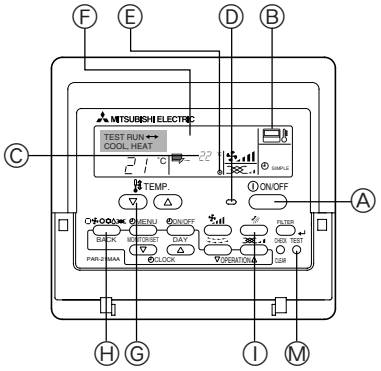

Fig. 7-1
7.2.1. Utilisation de la télécommande filaire (Fig. 7-1)
① Mettre l’appareil sous tension au moins douze heures avant l’essai de fonctionnement.
② Appuyer deux fois sur la touche [TEST] (ESSAI). ➡ Affichage à cristaux liquides “TEST RUN” (ESSAI DE FONCTIONNEMENT)
③ Appuyer sur la touche [Mode selection] (Sélection Mode). ➡ Vérifier si la soufflerie fonctionne.
④ Appuyer sur la touche [Mode selection] (Sélection Mode) et passer en mode refroidissement (ou chauffage). ➡ Vérifier si la soufflerie souffle de l’air froid (ou chaud).
⑤ Appuyer sur la touche [Fan speed] (Vitesse soufflerie). ➡ Vérifier si la vitesse de la soufflerie change.
⑥ Vérifier le bon fonctionnement du ventilateur de l’appareil extérieur.
⑦ Arrêter l’essai de fonctionnement en appuyant sur la touche [ON/OFF] (Marche/Arrêt). ➡ Arrêt
⑧ Enregistrez un numéro de téléphone.